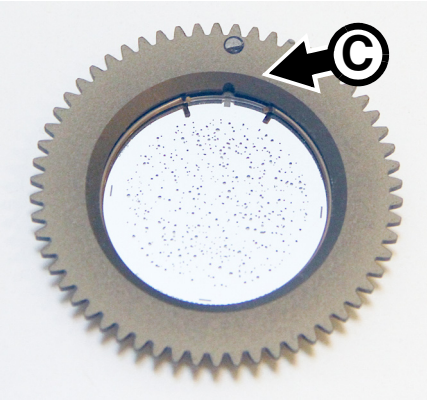

Bild 14: Referenzpunkt des Gobohalters
2. Richten Sie das Gobo, das Sie ersetzen wollen, von Hand auf eine wiederholbare Referenz (z.B. den Indexmagneten C in Bild 14 und einen Referenzpunkt des Effektmoduls) aus.
2. Siehe Bild 14. Richten Sie das Gobo, das Sie ersetzen wollen, von Hand auf eine wiederholbare Referenz (z.B. den Indexmagneten C in Bild 14 auf Seite 23 und einen Referenzpunkt des Effektmoduls) aus.